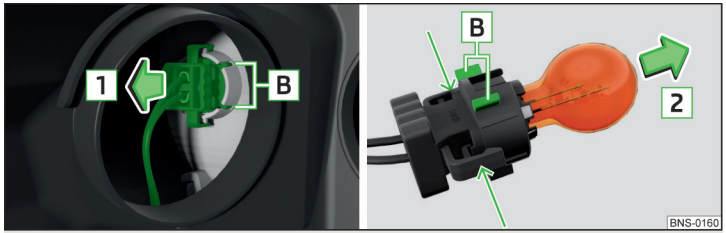

Fig. 310 **Cambiar la bombilla para luz intermitente delantera**
- Extraer el portalámparas con la bombilla con movimientos de vaivén en el sentido de la flecha 1 » fig. 310.